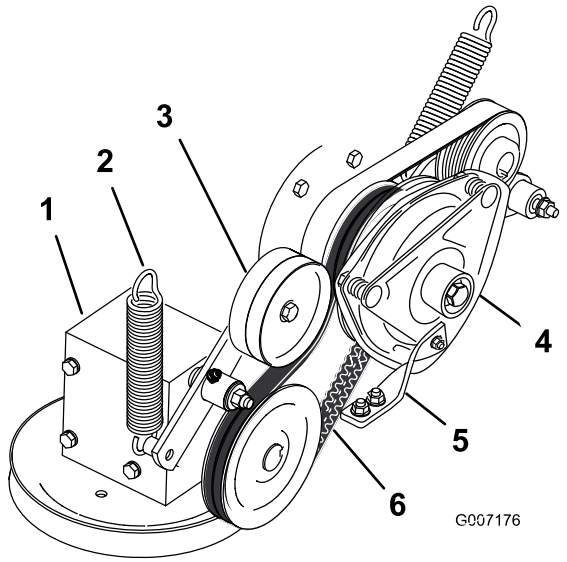

Figuur 62
4. Haal de veer van de arm van de spanpoelie (Figuur 62).
7. Leg de nieuwe drijfriem om de koppelingspoelie en de poelie van de tandwielkast (Figuur 62).
9. Monteer de veer op de arm van de spanpoelie (Figuur 62).